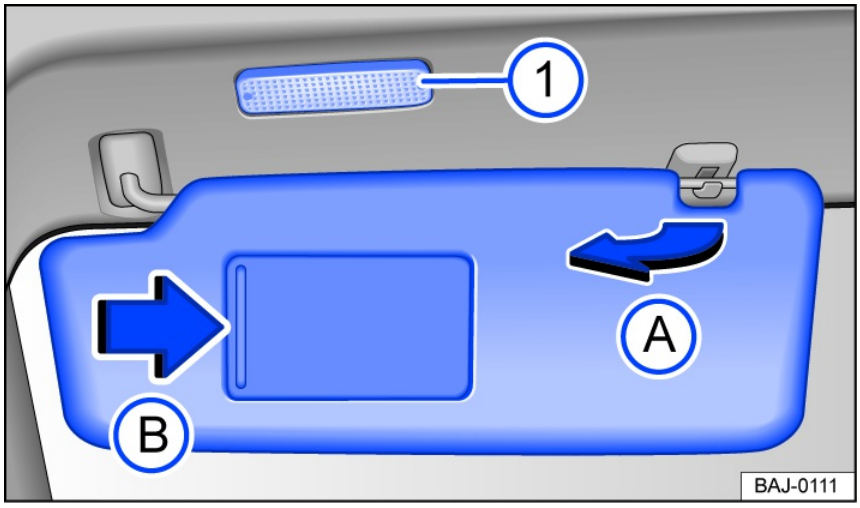

Fig. 81 In the front of the headliner: sun visor.
- Remove from the holder and tilt toward the door *fig. 81* (A).
When the sun visor is folded down, there is a vanity mirror located behind a cover. The lights *fig. 81* (1) turn on when the cover *fig. 81* (B) slides open.